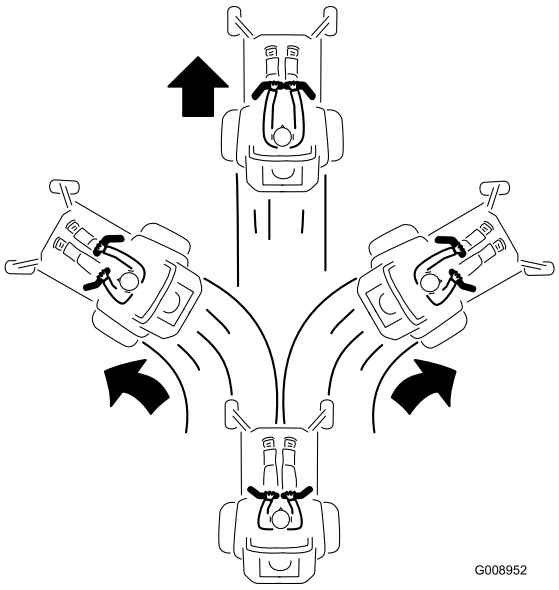

Rysunek 25
2. Aby jechać do przodu, powoli przesuń do przodu dźwignie kierowania (Rysunek 25).